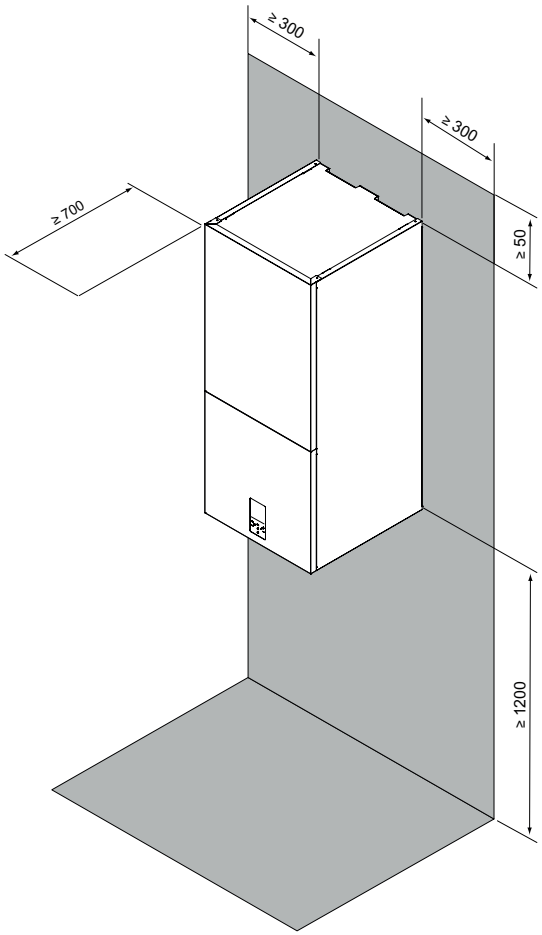

fig. 9 - zona minimale e funksionimit për njësinë e brendshme
- Hapësira përreth njësisë është e përshtatshme për mirëmbajtje, shih fig. 9.